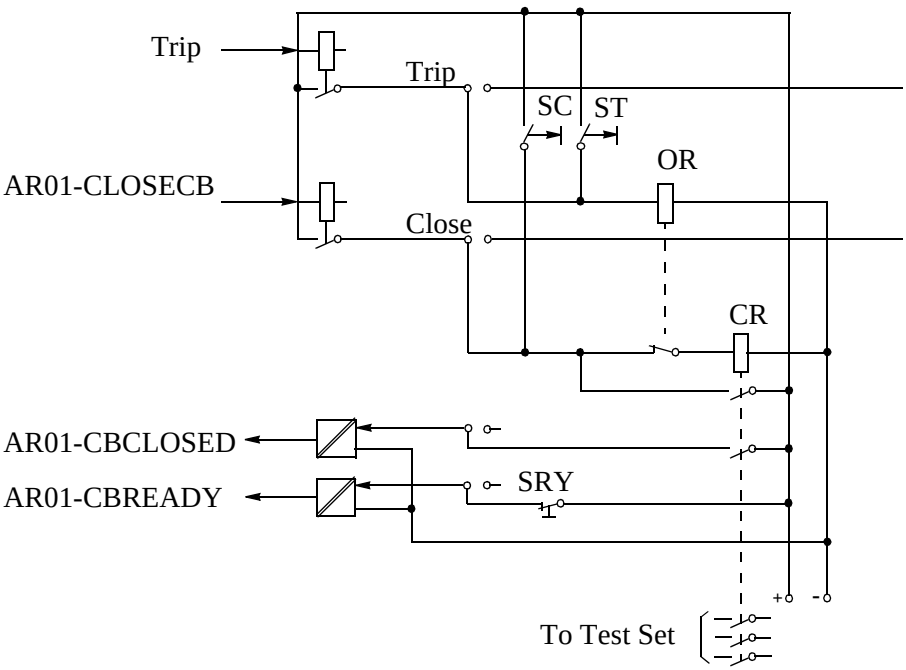

Figure 5: Simulating breaker operation with two auxiliary relays.
Figure 5: illustrates a recommended testing scenario, where the circuit breaker is simulated by an external bistable relay (BR), e.g. an RXMVB2 or an RXMVE1. These manual switches are available:
- Switch close (SC)
- Switch trip (ST)
SC and ST can be push-buttons with spring return. If no bistable relay is available, replace it with two self-reset auxiliary relays as in Figure 5:.
1.3 Do the testing arrangements outlined above, for example, as in Figure 5:.